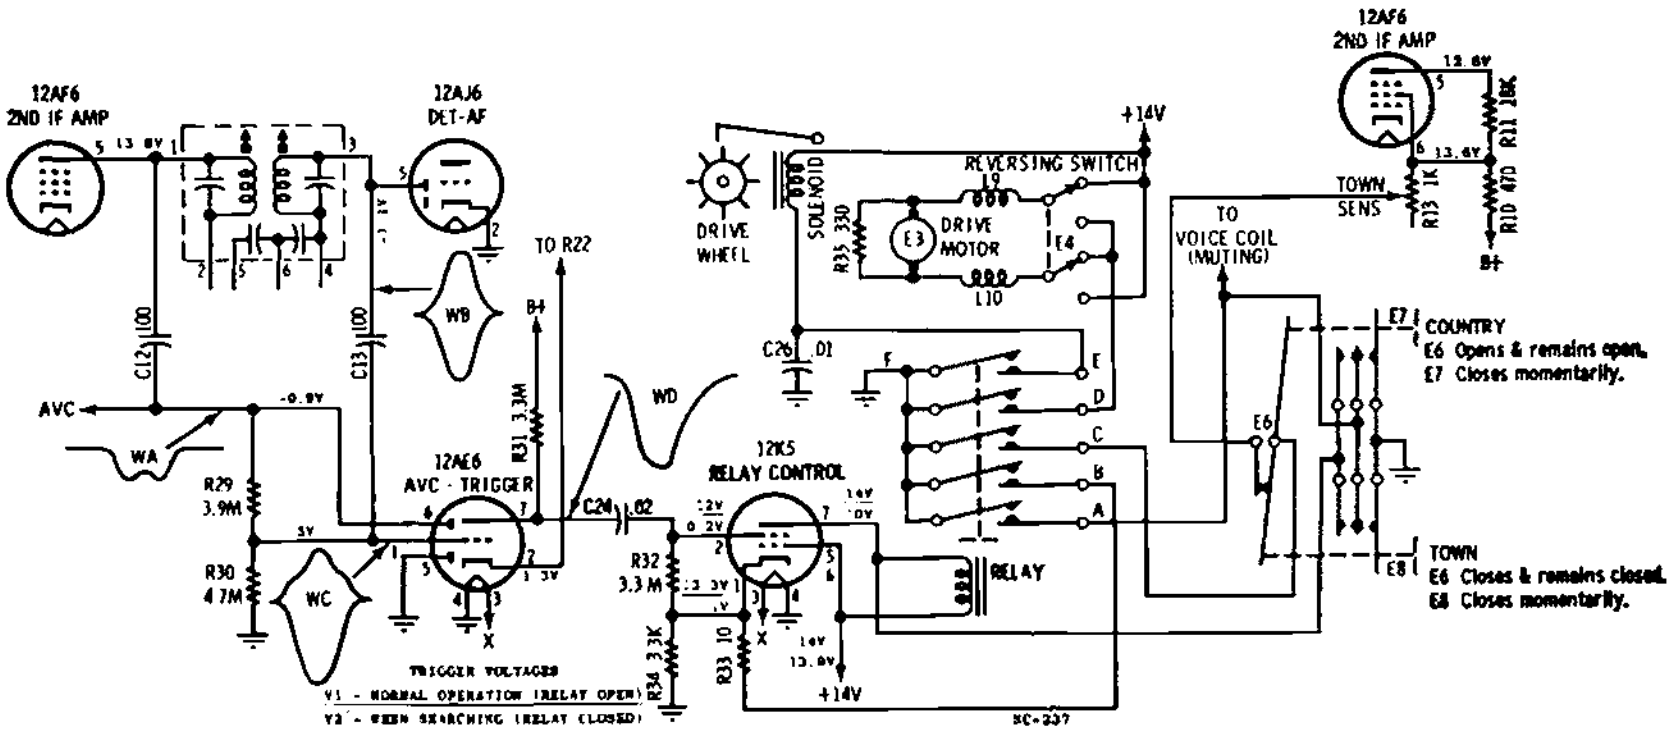
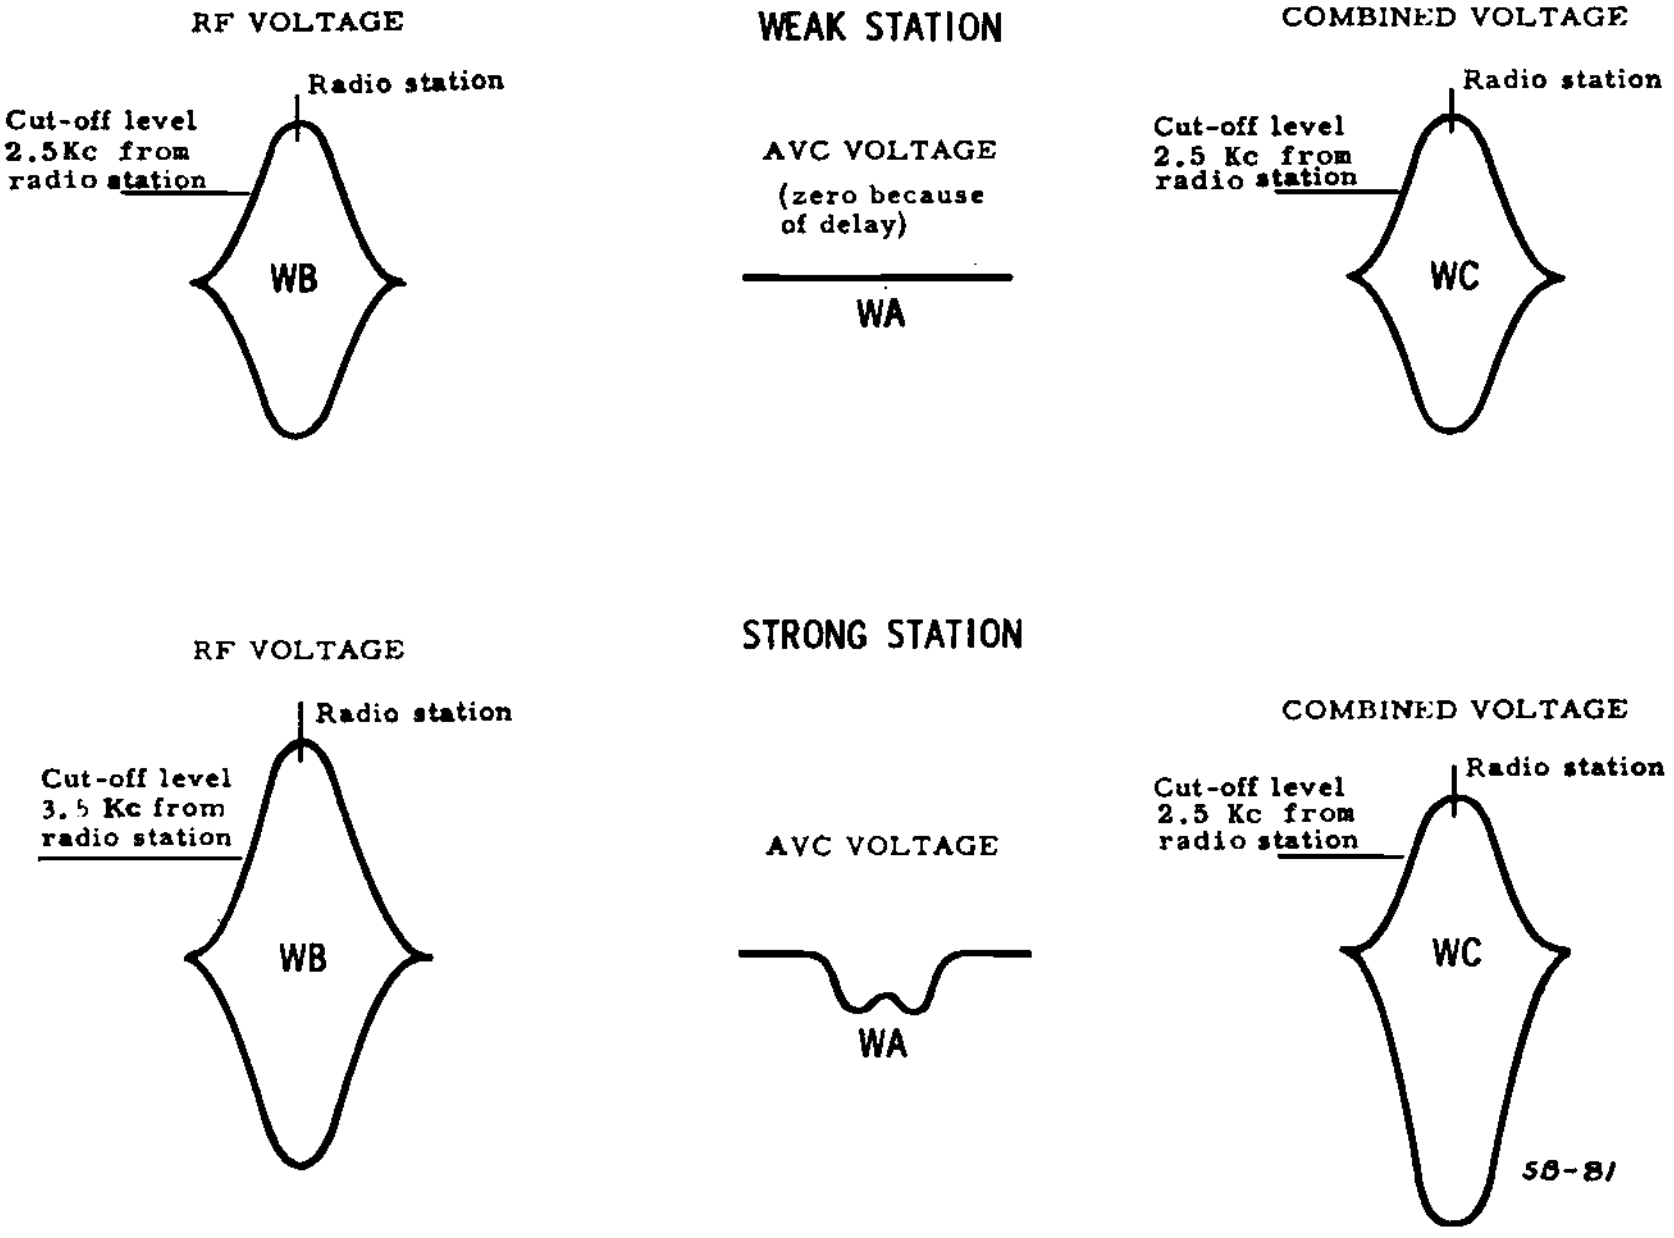

Fig. 6-39: Functional schematic of search tuner operation.
Fig. 6-40: Signal waveforms — refer to Fig. 6-39.
Search-tuning operation is illustrated in Fig. 6-36(b). Detail views of the various mechanisms involved are given in Figs. 6-37 and 6-38, with a functional diagram of the controlling electronic circuitry given in Fig. 6-39; signal waveforms are detailed in Fig. 6-40. Turning first to Fig. 6-39, note that two search control buttons are provided . . . E7 (COUNTRY) and E8 (TOWN). Both of these operate the search mechanism, with E7 used for tuning weak distant stations and E8 for tuning strong local stations. The essential difference between the two is the operation of switch E6 which, when closed, connects the *Sensitivity* control (R13) to ground through relay E5's "C" contacts, reducing the plate and screen voltages applied to the 1st I.F. amplifier, and thus dropping the receiver's overall sensitivity. The radio operates with reduced sensitivity *only* while "search tuning," however, and returns to full sensitivity once a station is tuned in and the search mechanism stops.
As a station is tuned in, a combined signal (WC, Fig. 6-40) is developed at the grid of the trigger tube (12AE6, Fig. 6-39) by the addition of the AVC bias voltage (WA, Fig. 6-40) and the I.F. signal voltage (WB). As the combined signal shifts in a positive-going direction, the trigger tube draws more current through R31, develop-
ing a negative pulse (WD, Fig. 6-39) which is applied to the relay tube (12K5) through C24. This reduces the relay tube's plate current, allowing the relay to drop out, opening the relay contacts and returning them to their original position. This, in turn, de-energizes the motor (E3) and solenoid (E2). With the solenoid de-energized, the carrier gear dis-engages, allowing the motor to coast to a stop. At the same time, E6's circuit is opened, returning the set to full sensitivity. The "coast distance" of the tuner after the relay is de-energized is approximately 2.5 KC. Therefore, the trigger tube must apply its negative pulse to the relay control tube (12K5) 2.5 KC *before* the tuner reaches the station's center frequency. This is accomplished by the combined action of the AVC bias and I.F. signal voltages,